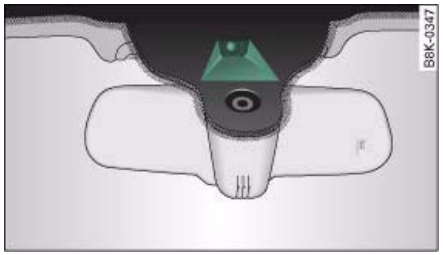

Fig. 159 Windscreen: Camera window for Audi lane assist
- Make sure that the camera window ⇒ *page 145,* fig. 159 is not covered with stickers or similar objects.
- The outside of the camera window ⇒ *page 145,* fig. 159 is dirty or frosted. Please remove dirt or ice from this area of the windscreen.